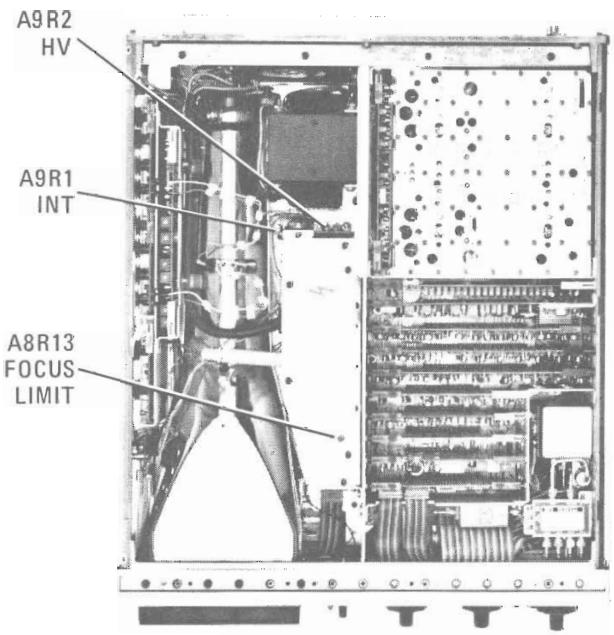

Figure 5-4. High Voltage Power Supply and Oscillator Driver Adjustment Locations
e. Adjust A9R2 HV (Figure 5-4) for a reading equal to the calibration factor, calculated in step c-4, times −3000 volts.
h. Adjust A8R13 FOCUS LIMIT (Figure 5-4) and front panel ASTIG (A3R1) for a sharply focused round spot.
l. Adjust A9R1 INT (Intensity Limit) (Figure 5-4) for an 8 volts peak-to-peak signal at A8TP1.